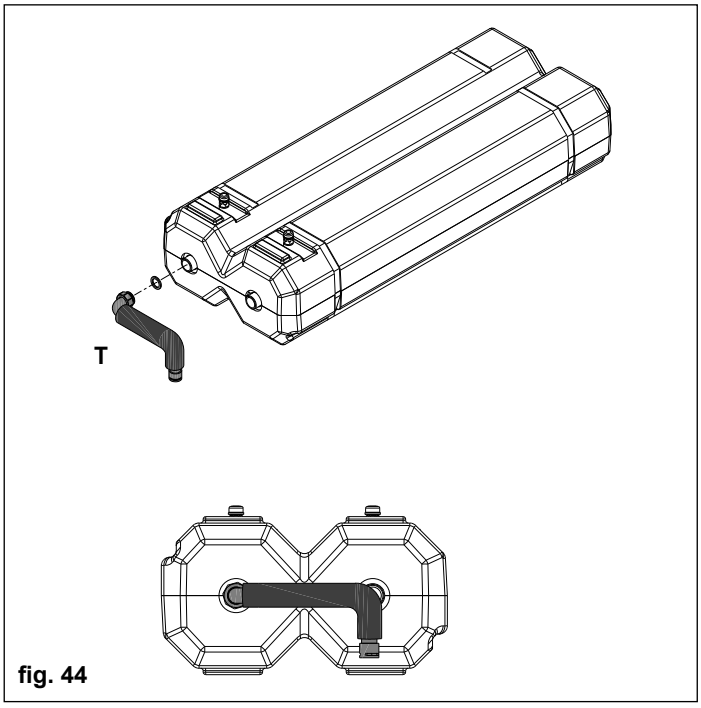

fig. 44
- Collegare e serrare il tubo **T** in posizione (fig. 44) sull’accumulo inerziale , interponendo la guarnizione 3/4” fornita a corredo.